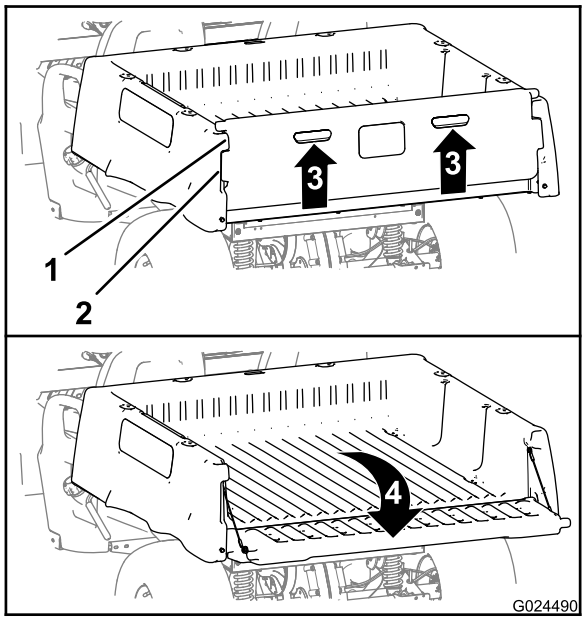

**Figuur 16**
2. Til de klepjes op het achterste paneel van de achterlaadklep omhoog (Figuur 16).
3. Lijn de borgflenzen van de achterlaadklep uit met de openingen tussen de flenzen van de achterlaadklep van de laadbak (Figuur 16).
4. Draai de achterlaadklep naar achteren en omlaag (Figuur 16).
6. Draai de achterlaadklep naar boven en naar voren tot de borgflenzen van de achterlaadklep gelijk komen met het vak voor de achterlaadklep in de laadbak (Figuur 16).
7. Laat de achterlaadklep zakken tot deze in de achterzijde van de laadbak zit (Figuur 16).